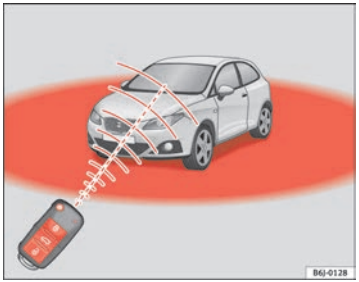

Fig. 42 Range of the remote control
Also, the battery indicator on the key ⇒ fig. 42, will flash.
- The remote control key functions only when you are within range ⇒ page 75, fig. 42.